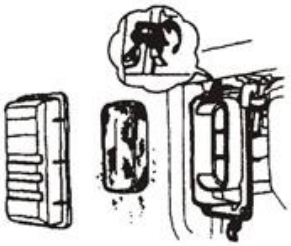

Рис. 17
3.3.1 Зніміть кожух повітроочисника (Рис. 17).